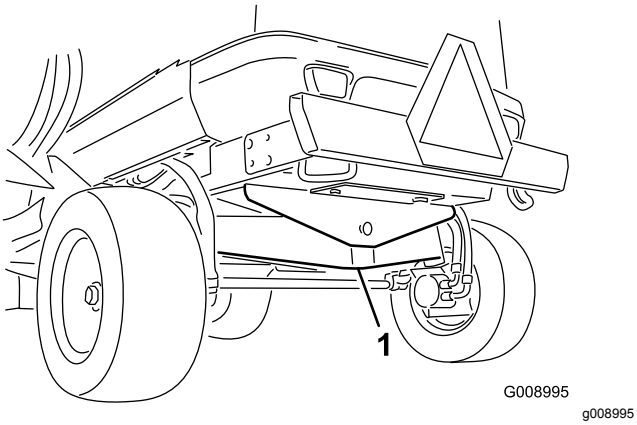

**Figur 82**
1. Forreste støttepunkter (2)
**Maskinhæk** – i akslens midte (Figur 82)